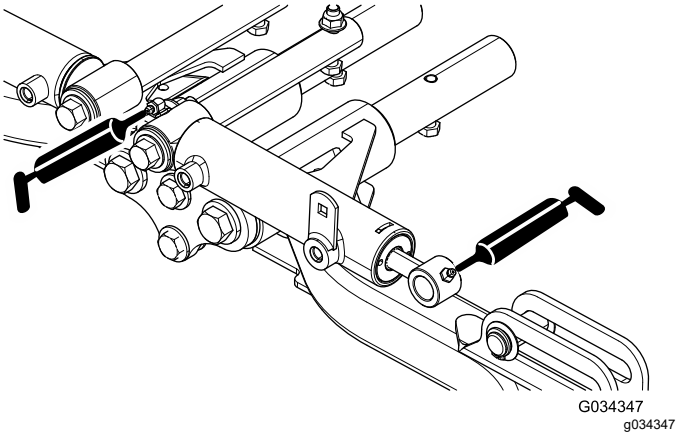

**Figur 46**
- Forreste løftearms drejetapper og løftecylindere (3 hver). Se Figur 46.